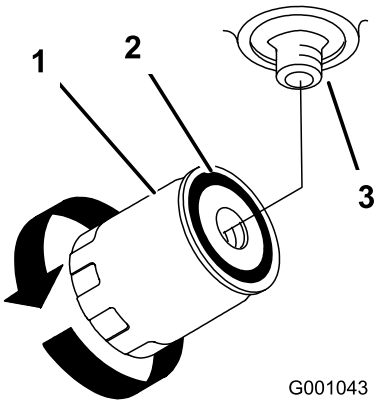

**Figur 77**
4. Fjern det brukte filteret, og tørk av filteradapterens pakningsflate til den er ren (Figur 77).
6. Monter det nye hydrauliske filteret på filteradapteren. Drei oljefilteret med urviserne til gummipakningen kommer i kontakt med filteradapteren. Trekk deretter til filteret ytterligere en 1/2 omdreining (Figur 77).